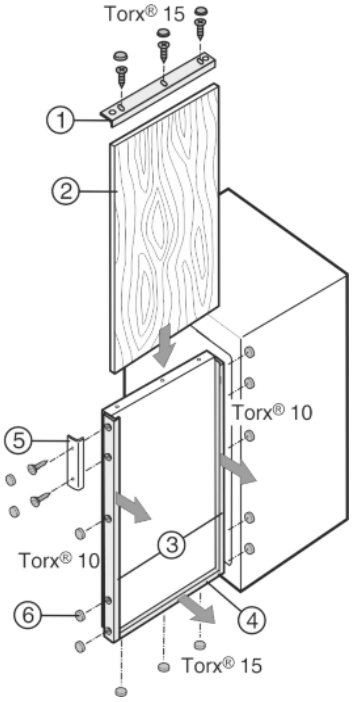

Fig. 39
- ▶ Csavarozza le a felső díszkeretet *Fig. 39 (1)*.
- ▶ Az összes többi díszkereten *Fig. 39 (3, 4)* csak oldja ki a csavarokat, és tolja előre a díszkeretet.
- ▶ Tolja be a dekorlapot *Fig. 39 (2)*.
- ▶ Tolja vissza a díszkeretet *Fig. 39 (3, 4)*, és csavarozza a helyére.
- ▶ Csavarozza vissza a helyére a felső díszkeretet *Fig. 39 (1)*.
- ▶ Csavarozza fel a fogantyút *Fig. 39 (5)*.
- ▶ Pattintsa fel az összes csavarfejre a takarókupakot *Fig. 39 (6)*.